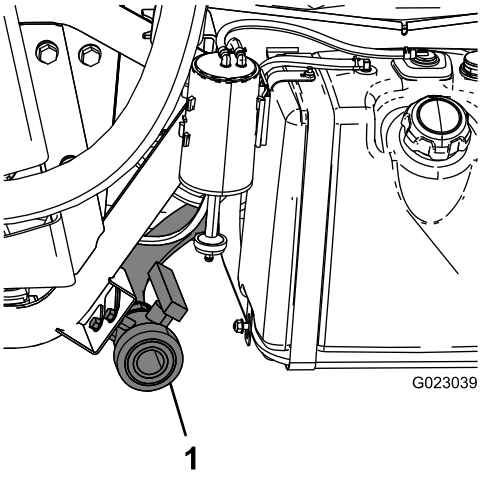

Figur 15
2. Finn tømmehåndtaket på venstre side av maskinen (Figur 15).
4. Åpne tømmehåndtaket for å tappe ut eventuelle materialer fra tanken og avhend disse i henhold til lokale regler og materialprodusentens instruksjoner (Figur 15).
5. Når tanken er helt tom, lukk tømmeventilen og monter ventilen på braketten (Figur 15).